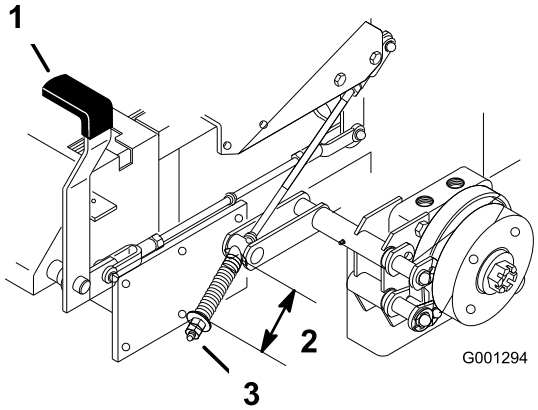

Figur 57
2. Mät fjäderns längd. Avståndet mellan brickorna ska vara 64 mm (Figur 57).
3. Frigör parkeringsbromsen om en justering krävs, och lossa sedan kontramuttern under fjädern och justera muttern direkt under fjädern (Figur 57). Vrid muttern tills korrekt mått uppnås. Vrid muttern medsols för att förkorta fjäderlängden och vrid motsols för att förlänga fjädern.